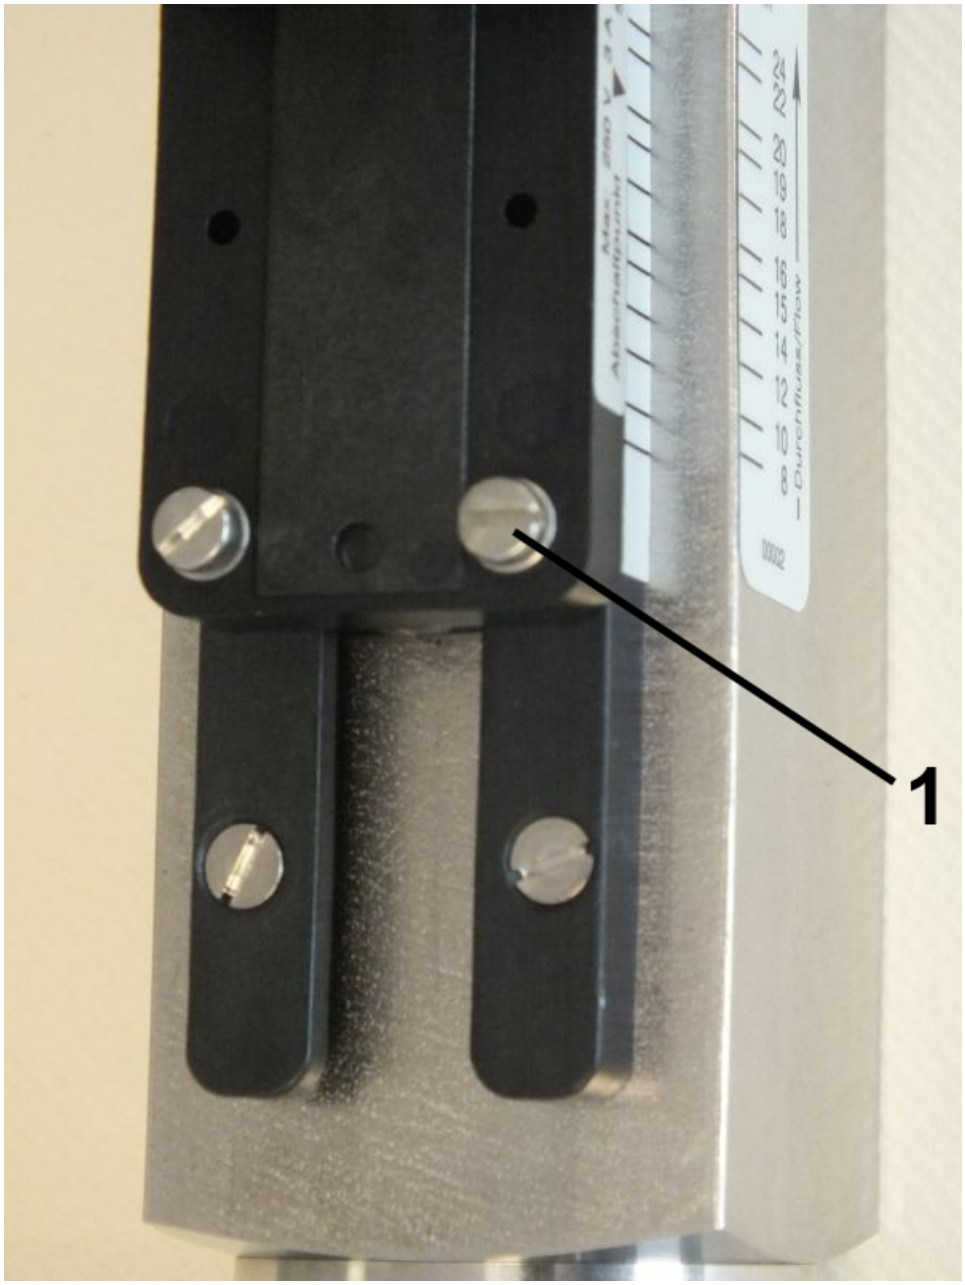

Abb. 37: Feststellschrauben lösen
1. Die Feststellschrauben des Schaltkontaktes (*Abb. 37*/1) mit einem Schlitzschraubendreher lösen.
3. Feststellschrauben des Schaltkontaktes (*Abb. 37*/1) mit einem Schlitzschraubendreher wieder anziehen. Dabei Schrauben-Anziehdrehmoment beachten.